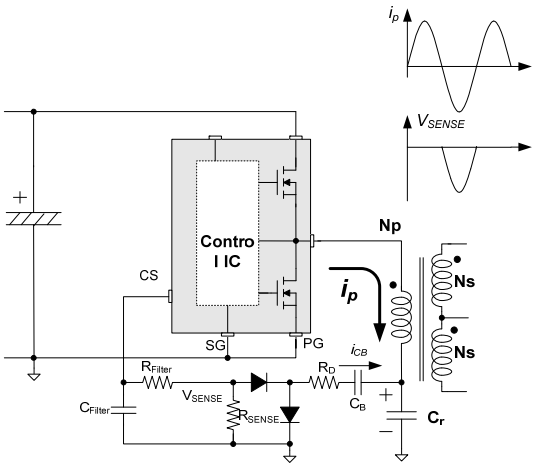

Figure 29. Capacitive Sensing
8.2 Capacitive Sensing Method: The drain current can be sensed using an additional capacitor parallel with the resonant capacitor, as shown in Figure 29. During the low-side switch turn on, the current, i_{CB} through C_B, makes V_{SENSE} across R_{SENSE}. The i_{CB} is scale-down of i_p by the impedance ratio of C_r and C_B. Generally, 1/100~1/1000 is adequate for the ratio of C_B against C_r. R_D is used as a damper for reducing noise generated by switching transition. Several hundreds of ohm to a few of kilo-ohms can be normally used.